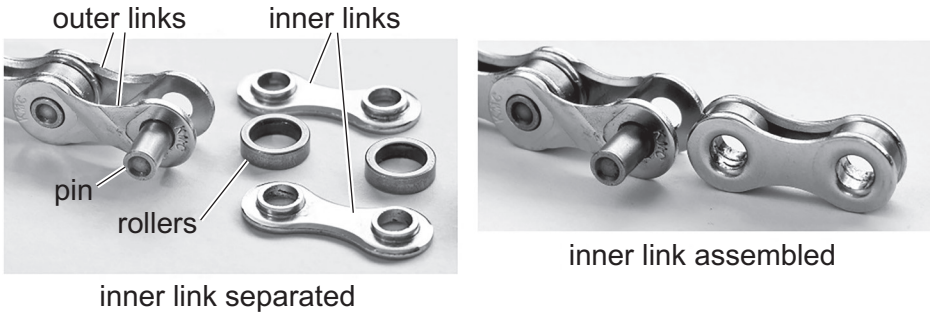

**Fig. 11.3**
**(ii)** Fig. 11.3 shows a close-up view of a chain link.